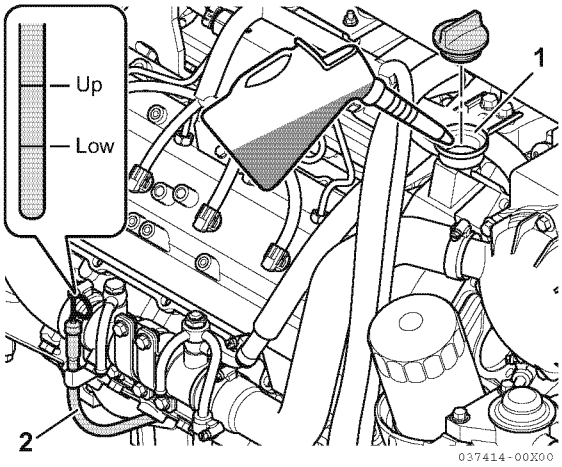

Figur 5
2. Ta ut oljestickan (2, **Figur 5**) och torka den med en ren trasa.
1. Ta bort det gula locket från påfyllningshålet (1, **Figur 5**) och fyll på med motorolja.
2. Fyll på olja till den övre markeringen på oljestickan (2, **Figur 5**).